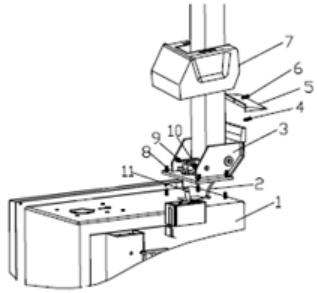

Fig 3
2. Așezați scaunul basculant (3, Fig. 3) pe carcasă (1, Fig. 3) cu 4 șuruburi (M12), introduceți furtunul de aer (2, Fig. 3) prin orificiul coloanei. Strângeți cele 4 piulițe autoblocante (8, Fig. 3)
3. Introduceți șurubul (9, Fig. 3) în orificiile coloanei și ale arborelui cilindrului basculant (11, Fig. 3) și strângeți-l cu piulița autoblocantă (10, Fig. 3).
4. Deșurubați cele două șuruburi de pe capacul stâng și scoateți capacul, conectați furtunul de aer (2, Fig. 3) menționat anterior la orificiile laterale care controlează supapa basculantă cu 5 căi. Montați la loc capacul stâng.
5. Montați capacul de plastic (7, Fig. 3) cu două șuruburi (4, Fig. 3).
6. Montați capacul din spate din plastic (5, Fig. 3) pe coloană cu șurubul (6, Fig. 3).